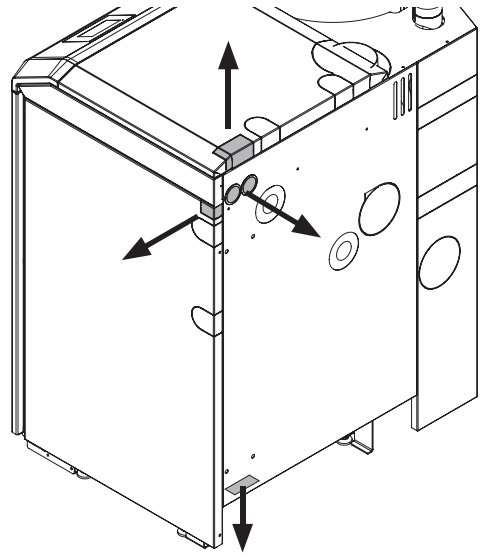

Fig. 100 Passaggi cavo nel rivestimento di BioWIN 2 Touch – vista dal retro
▶ Il collegamento alle morsettiere (morsetti senza viti con molla a gabbia) deve avvenire per mezzo di cavi flessibili in PVC a fili sottili. I cavi possono essere posati dall'alto, dal basso, da destra e da dietro attraverso i passaggi cavo prepunzonati (Fig. 100).